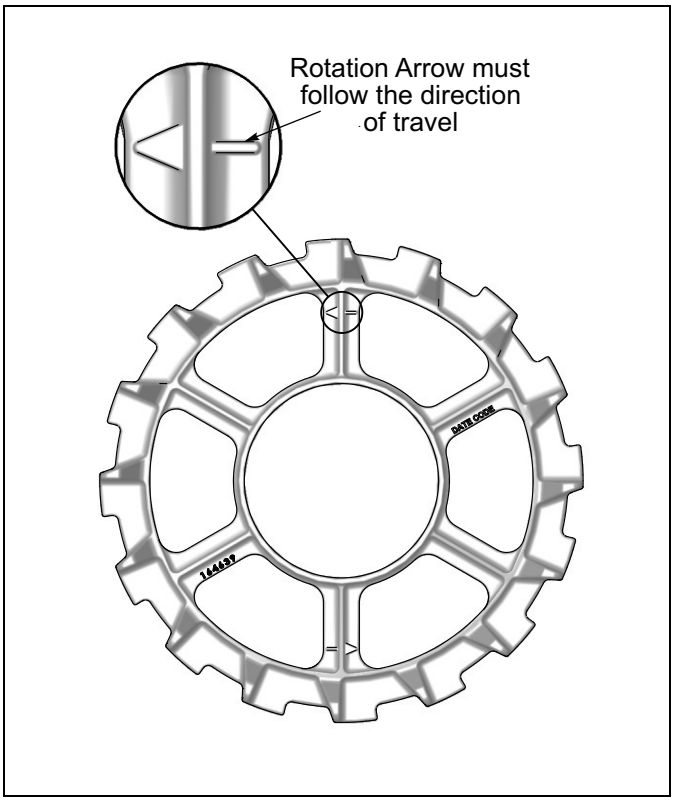

Figure 2-15: Crowfoot Wheel Rotation Arrow
1. Roller Assemblies are pre-assembled from the factory with stub shafts, bearings, shims, and retaining washers. ***NOTE**: Crowfoot Wheel Rotation Arrow must follow the direction of travel.* ***See Figure 2-15.***